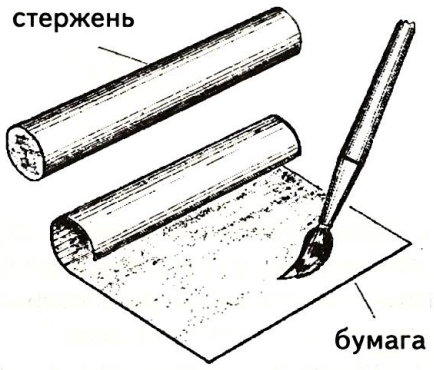

Рис. 2
2. Обмотайте его несколько раз плотной полоской бумаги длиной 10–14 см и шириной 5 см и склейте такой бумажный цилиндрический каркас (рис. 2), чтобы стержень мог свободно, но с некоторым трением перемещаться внутри него.